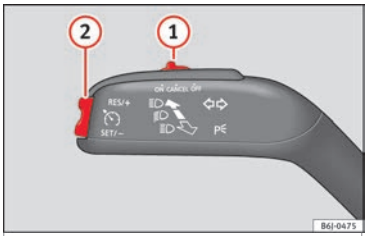

Fig. 26
- Switching on the CCS: Move switch ››› Fig. 26 ① to **ON**. The system is on. If no speed has been programmed, the system will not control it.
- Activating the CCS: Press button ››› Fig. 26 ② in the **SET/–** area. The current speed is memorised and controlled.
- Temporarily switching off the CCS: Move switch ››› Fig. 26 ① to **CANCEL** or push the brake. The cruise control system is switched off temporarily.
- Reactivating the CCS: Press button ››› Fig. 26 ② in **RES/+**. The memorised speed is saved and controlled again.
- Increasing stored speed during CCS regulation: press button ② in **RES/+**. The vehicle accelerates until the new stored speed.
- Reducing stored speed during CCS regulation: press button ② in **SET/–** to lower the speed by 1 km/h (1 mph). Speed is reduced until reaching the new stored speed.
- Switching off the CCS: Move switch ››› Fig. 26 ① to **OFF**. The system is disconnected and the memorised speed is deleted.